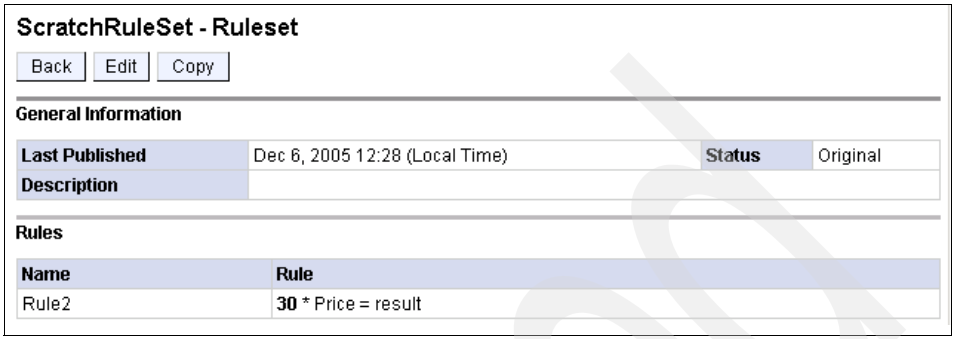

Figure B-16 The Rule Set Editor
7. Click **Rule Set** (which has a template) to view information like the example in Figure B-16. This rule uses a template for the 30 parameter. The Manager shows the parameter in bold, which means it is changeable.